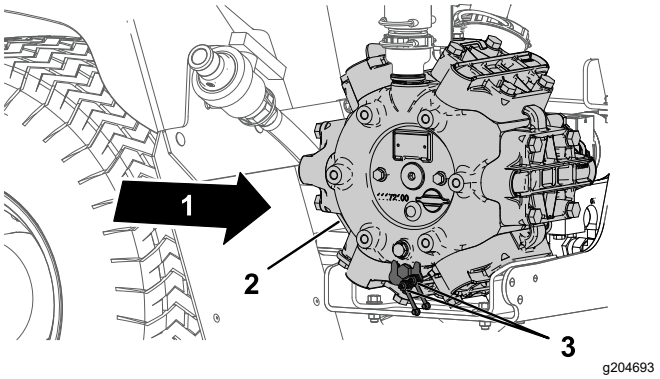

Рисунок 70
1. Начисто протрите 2 выносные масленки (Рисунок 70).
2. Закачайте в выносные масленки консистентную смазку (Рисунок 70).